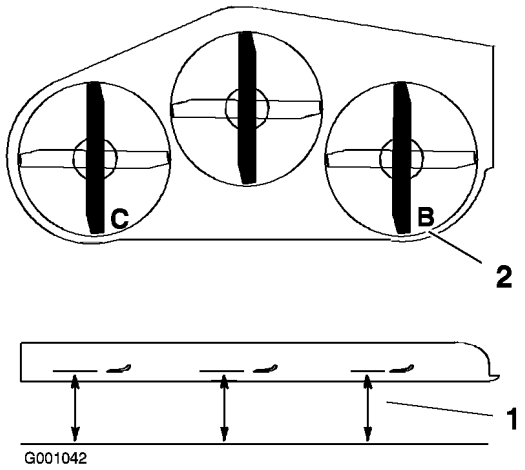

Figur 72
1. Plasser den høyre kniven på langs (Figur 72).
2. Mål den høyre kriven ved **B** og fra en plan overflate til kniveggen på knivtuppene (Figur 72).
4. Plasser den venstre kniven på langs (Figur 72).
5. Mål den venstre kniven ved **C** (Figur 72) fra en plan overflate til kniveggen på knivtuppene.